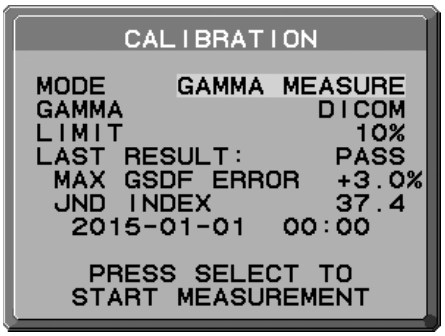

Рисунок D.1
2. Используйте кнопки ВЛЕВО или ВПРАВО, чтобы в настройке MODE (РЕЖИМ) выбрать команду GAMMA MEASURE (ИЗМЕРЕНИЕ ГАММЫ) **(Рисунок D.1)**.